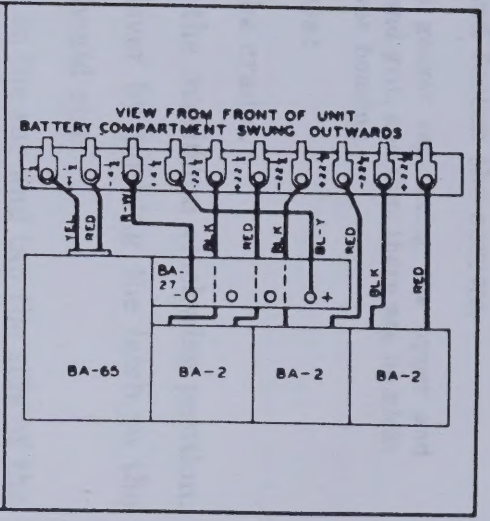

Figure 4. Operating instructions label.
c. Install Battery BA-27 as shown in figure 4.
e. Install three Batteries BA-2 and one Battery BA-65 as shown in figure 4.
h. Connect the batteries as shown in figure 4.